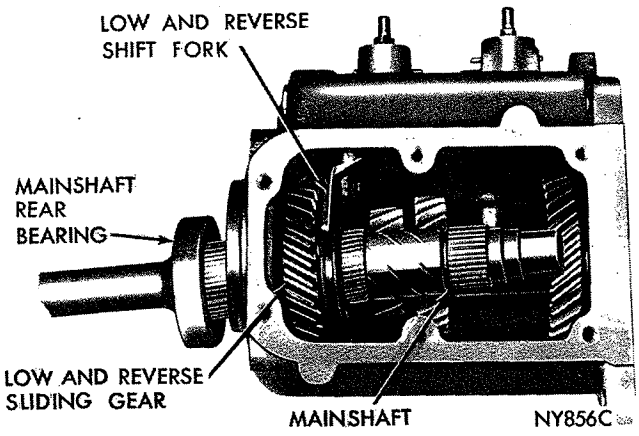

*Fig. 21—Removing or Installing Mainshaft*
(5) Remove low and reverse sliding gear and shift fork (Fig. 21), as mainshaft is completely withdrawn from the case.
(1) While holding low and reverse sliding gear in position in fork (Fig. 21), insert mainshaft with rear bearing through rear of case and into the sliding gear.
(2) Place synchronizer spreader spring, and then